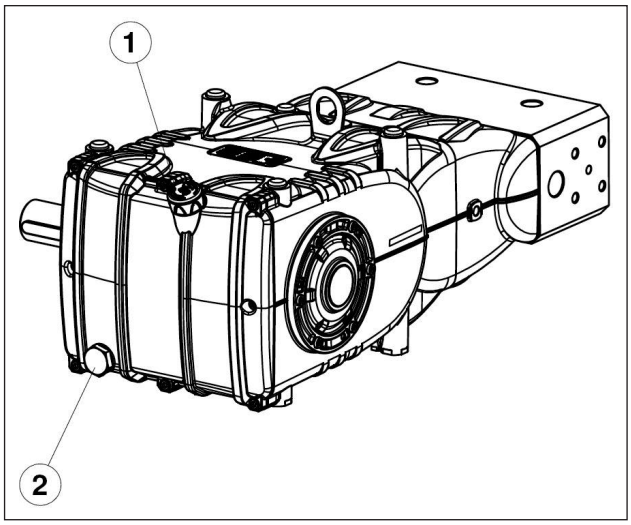

Рис. 3
Маслоизмерительный щуп поз. ①, Рис. 3.
Правильный контроль уровня масла производится при насосе, имеющем температуру окружающей среды; замена масла осуществляется при насосе, разогретом до рабочей температуры, для чего извлекается маслоизмерительный щуп поз. ①, а затем пробка поз. ②, Рис. 3.